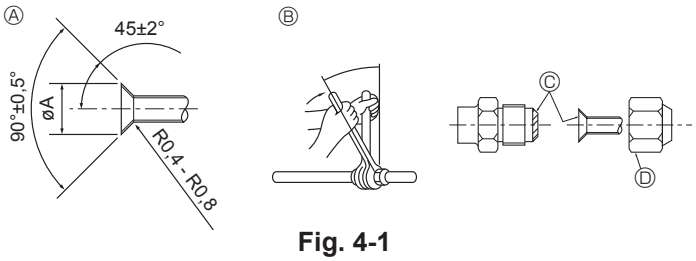

Fig. 4-1
4.2. Forbindelsesrør (Fig. 4-1)